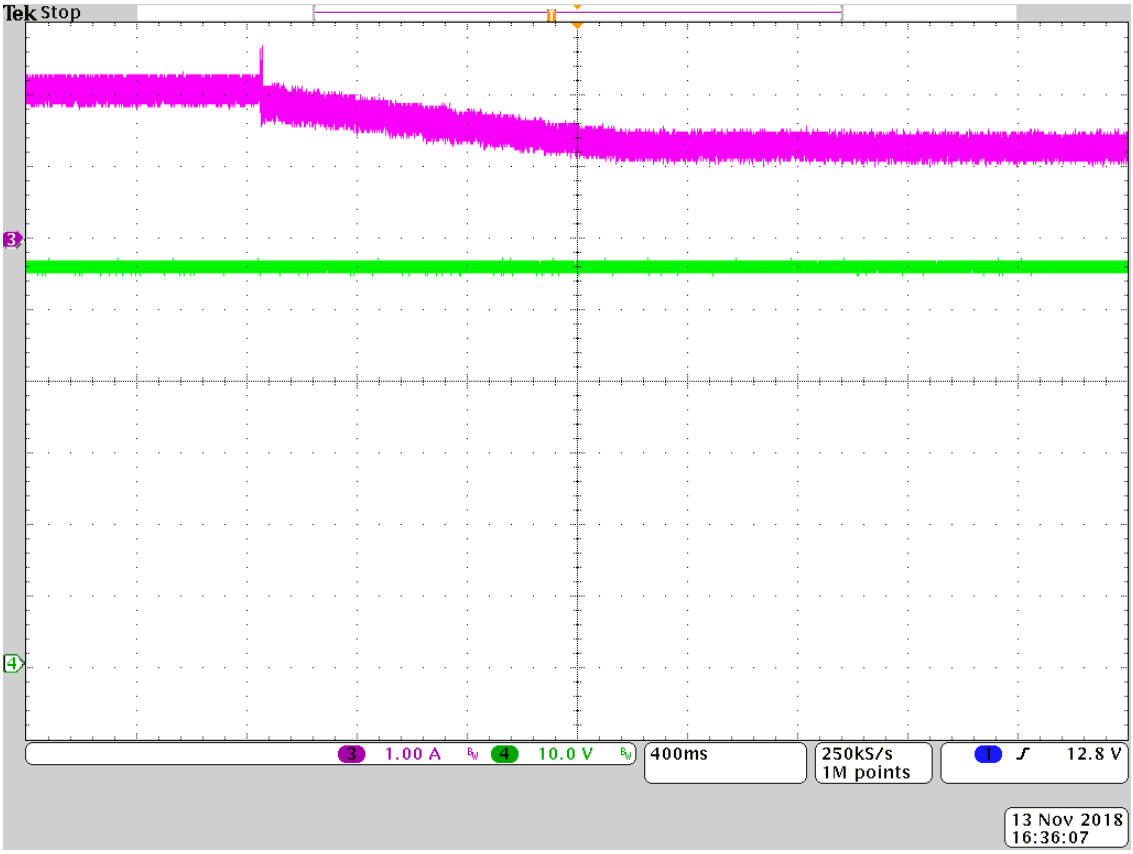

**Figure 16. Transition from CC to CV mode. Ch3: battery current, Ch4: battery voltage**
2. Now slowly increase the battery voltage to be about 55V. Measure the current across the battery terminal, it should be reduced, the battery is charged at CV mode. Figure 16 is the typical waveform.